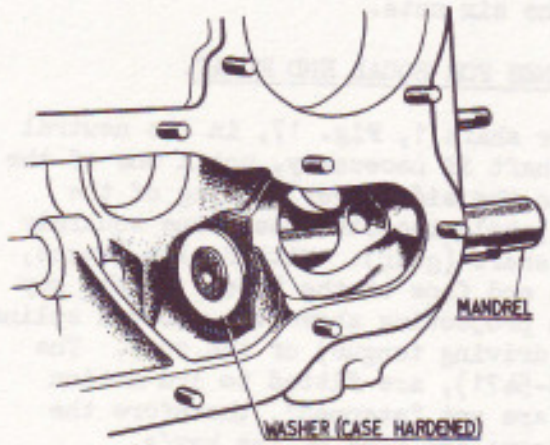

FIG. 12. POSITIONING OF REAR WASHER OF 2ND MOTION SHAFT DURING ASSEMBLY.
a) In order to correctly position the rear case hardened washer 3 Fig. 6 while entering the bearing shaft (4) into the gearbox, it is a good idea to make a mandril .874" dia. (22.2 m/m) by about 5" (127 m/m) long and enter it in the rear of the box and place the washer on the end of it as shown in Fig. 12.